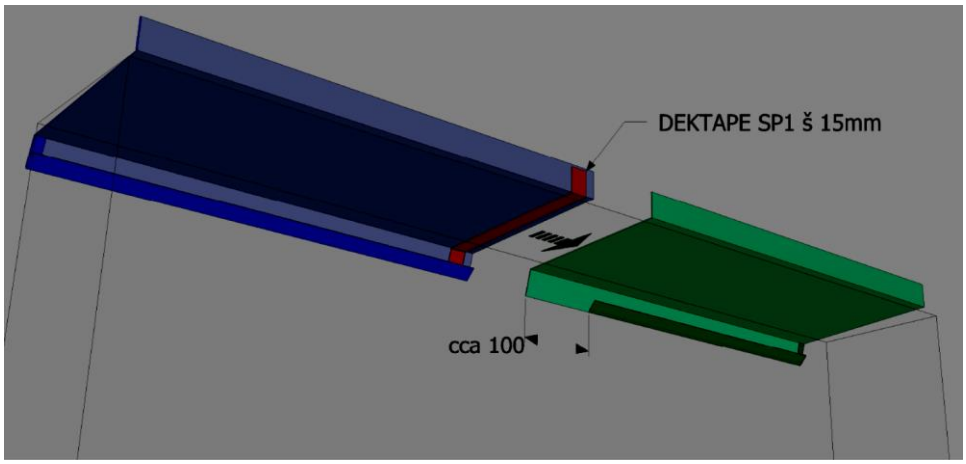

Abb. 25
a) Eine feste Verbindung wird durchs Ausschneiden der unteren Tropfnase von etwa 100 mm Länge auf einer Brüstung und Einschieben in die andere nicht modifizierte Brüstung (Abb. 25). Vor Einziehen der Brüstungen ineinander ist es vorteilhaft, ein Butylkautschuk-Band in die Verbindung einzuschieben (z.B. Dektape SP1). Nach Einschieben sind die Brüstungen in der Verbindung zusammen zu nieten.